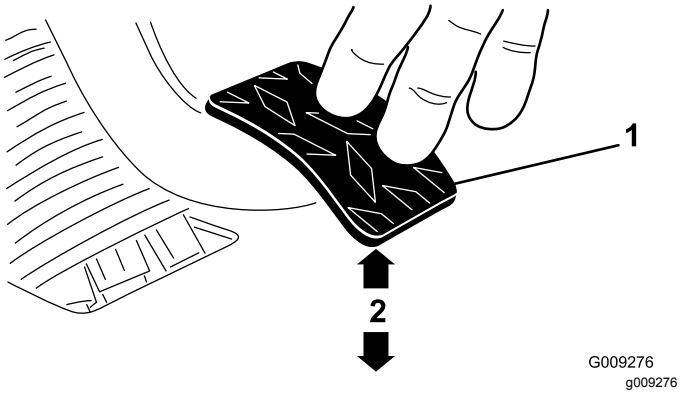

Figur 64
3. Juster låsemutterne og/eller kuleleddet helt til kanten bak på clutchpedalen er 9,2 til 9,8 cm fra toppen av gulvplaten med rombeprofil hver gang det øves en kraft på cirka 1,8 kg på pedalen (Figur 64).